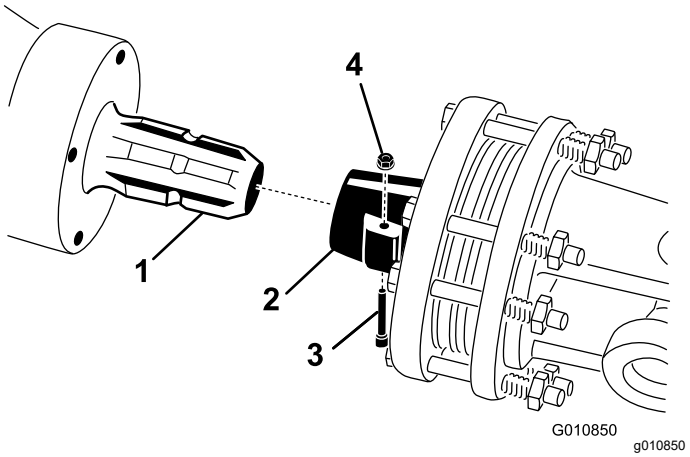

Figura 23
1. Togliete il perno e il dado dall'albero della presa di forza (Figura 23).
2. Collegate l'innesto dell'albero della presa di forza all'albero della trasmissione dell'arieggiatore per mezzo del perno e del dado precedentemente rimossi (Figura 23).